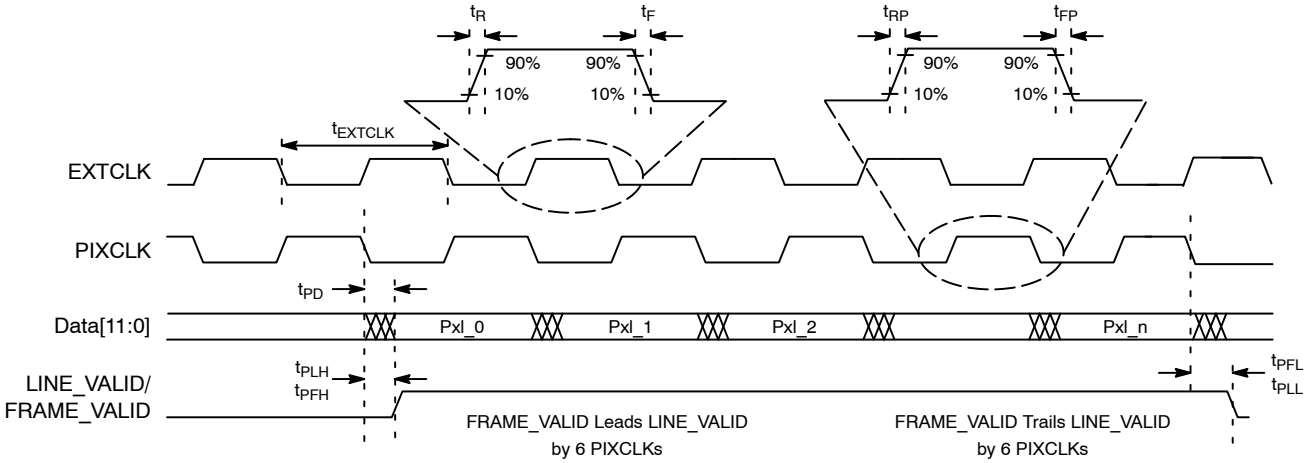

Figure 7. I/O Timing Diagram
By default, the MT9M021/MT9M031 launches pixel data, FV and LV with the falling edge of PIXCLK. The expectation is that the user captures D_{OUT}[11:0], FV and LV using the rising edge of PIXCLK. The launch edge of PIXCLK can be configured in register R0x3028. See Figure 7 and Table 6 for I/O timing (AC) characteristics.